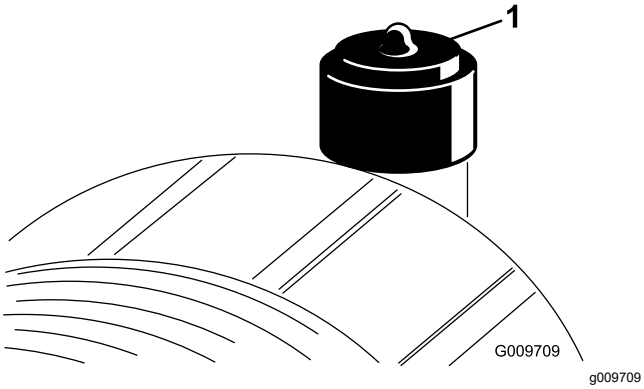

Figur 90
Utför service på luftrenarfiltret bara när serviceindikatorn anger att det krävs (Figur 90). Om du byter luftfiltret tidigare ökar det risken för att smuts kommer in i motorn när filtret tas bort.
2. Nollställ indikatorn (Figur 90) om den är röd.